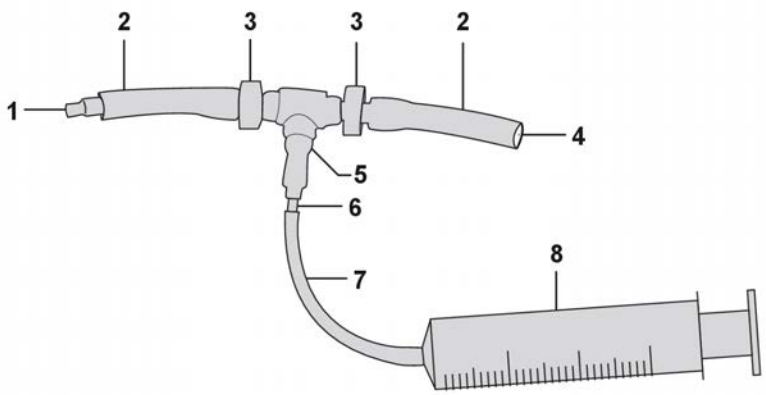

Figure 8-1. Manual disinfection device
1) Assemble the manual disinfection device as shown in Figure 8-1 "Manual disinfection device" on page 185. Contact your local **Gambro Service representative** for information on how to obtain this device or the components to assemble it.